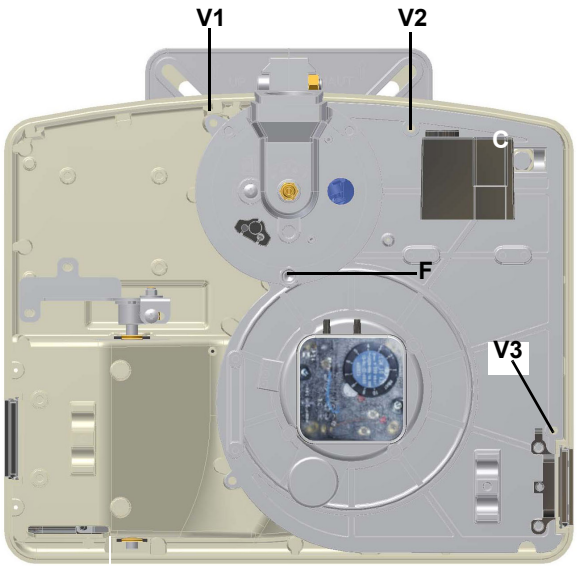

Рис. 33
- Снять, проверить и почистить голову сгорания (см. Рис. 33 и последующие)
1 Снять плиту с компонентами горелки **C**, отвинтив для этого 3 винта **V1**, **V2**, **V3** и крепежный штифт **F** (Рис. 33..).